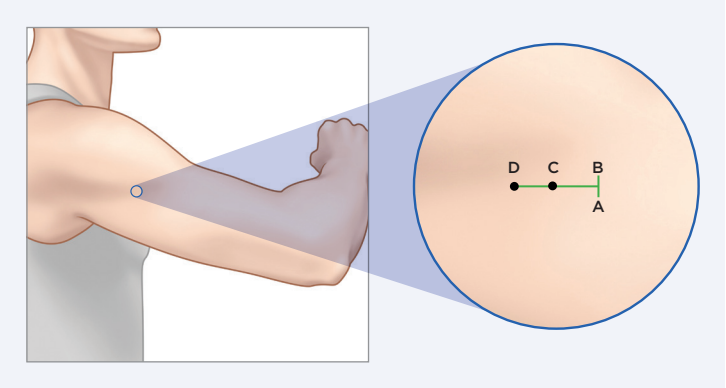

Figure 1
Local anesthesia (approximately 2 mL of Lidocaine) should be injected approximately 5 mm along the planned incision (along AB) and approximately 30 mm perpendicular to the planned incision (along CD) which is the planned track of the blunt dissector tool. (Figure 1).
Start incision at point B (Figure 1) and go towards point A, until the incision is approximately 5 mm.
2. **Remove the blunt dissector from the tray and introduce the blunt dissector at approximately a 45 degree entry angle at the midline between A and B (Figures 1 & 2) so that the tip and tapered portion of the blunt dissector are under the skin, and until the depth guards are touching the skin.**